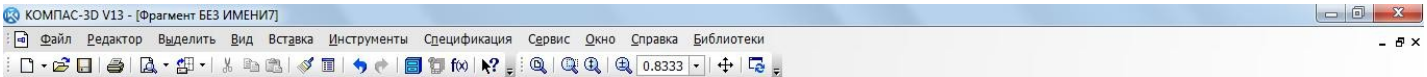

Рис. 4
10.введите параметры прямоугольника в поле **высота** 100 и **ширина** 160 панели **Свойств** и нажмите **<Enter>** (рис. 4);